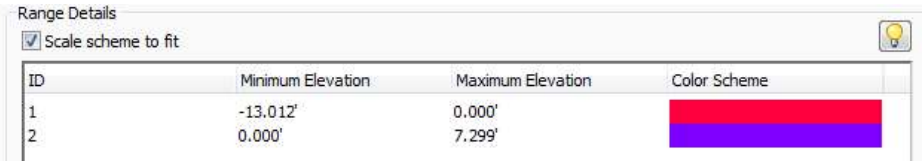

Figure 4-21 *Partial view of the* ***Range Details*** *area for Elevation analysis with two bands*
12. Set the value in the spinner located next to the **Create ranges by** drop-down list to **2** and choose the **Run analysis** button; the analysis is performed. The range details are displayed in the **Range Details** area, as shown in Figure 4-21. Choose the **Apply** button to apply the changes to the drawing.